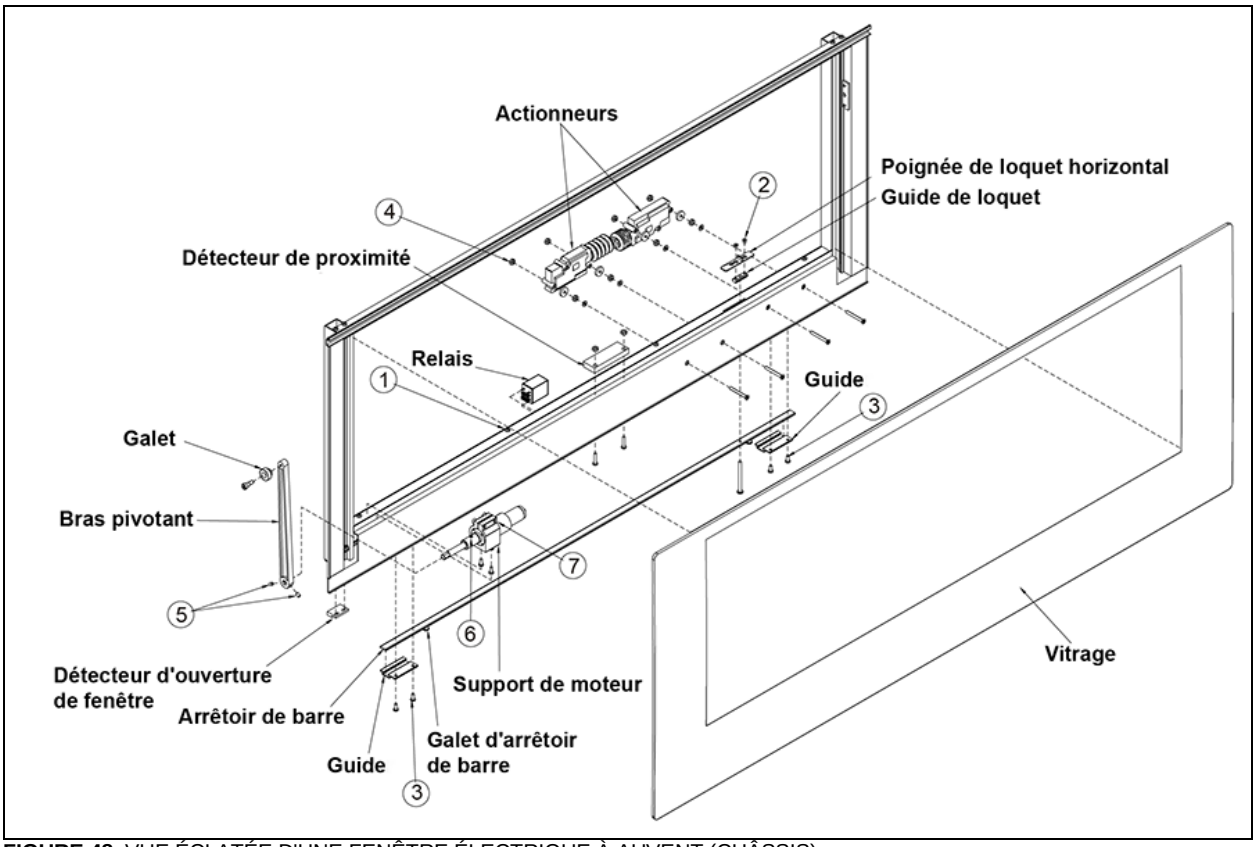

FIGURE 48: VUE ÉCLATÉE D'UNE FENÊTRE ÉLECTRIQUE À AUVENT (CHÂSSIS) 18583
4. Desserrer les vis butées numéro 5 (Figure 48) (faire pivoter le bras pour accéder à la deuxième vis butée) et désengager le bras pivotant du bout d'arbre.